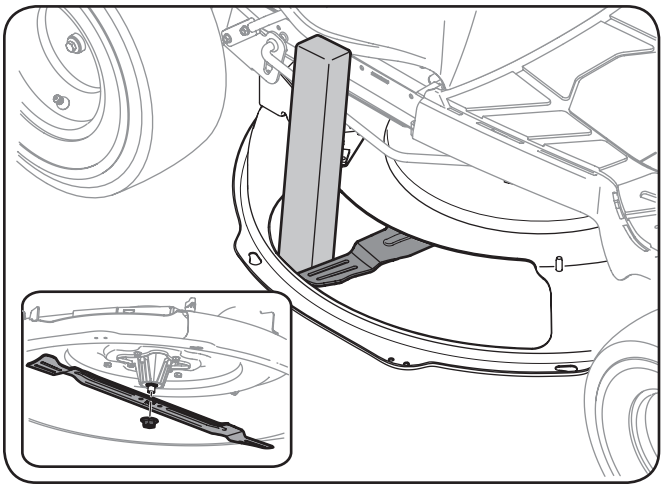

Figure 7-7
2. Using a block of wood or 2 x 4, insert it into the deck opening and rotate the blade around until it wedges the wood between the deck opening and the cutting blade, as shown in Figure 7-7.
3. Remove the hex flange nut that secures the blade to the spindle assembly. See the Inset of Figure 7-7 .